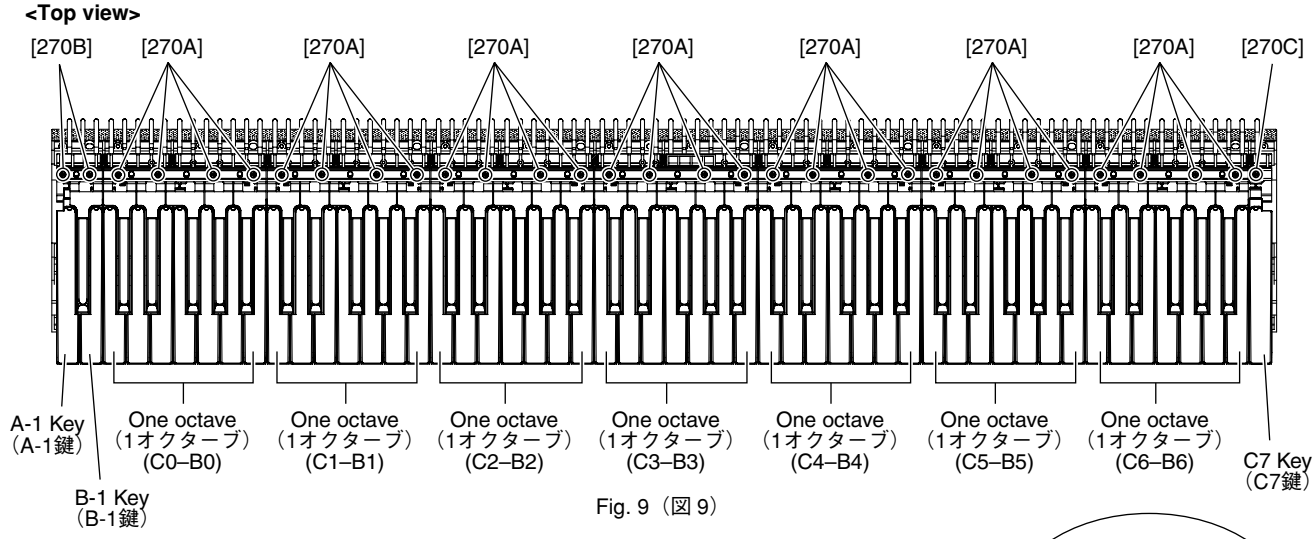
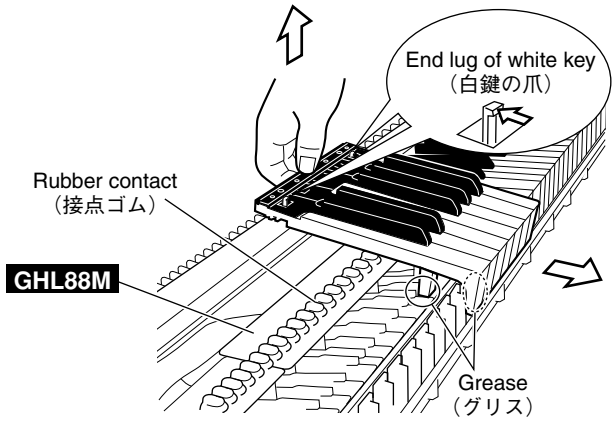

Fig. 9（図 9）
Fig. 10（図 10）
Remove the four (4) screws marked [270A] fixing the black and white key assembly for one octave (C–B). To remove the back of the black and white key assembly of each octave, while pushing the end lug of white keys rearward and lifting the back of keys, slide the black and white key assembly towards you. (Fig. 9, Fig. 10)
7-2. When removing white keys numbered as A-1 and B-1 key and black key, remove two (2) screws marked [270B] and then lift the back of the keys and slide the black and white keys towards you. (Fig. 9, Fig. 10)
7-3. When removing the C7 key, remove a screw marked [270C] and then lift the back of C7 key and slide it towards you. (Fig. 9, Fig. 10)
Note: When removing white key assembly and black key assembly, be careful not to allow grease to attach to the circuit board and rubber contacts, etc. (Fig. 10)
各オクターブ（C ～ B）の白鍵 Ass'y と黒鍵 Ass'y を止めている［270A］のネジ 4 本を外し、白鍵のツメを後方に押しながら 1 オクターブ分の白鍵 Ass'y ／黒鍵 Ass'y を外します。このとき、白鍵 Ass'y ／黒鍵 Ass'y の後部を持ち上げてから、手前にスライドさせて取り外してください。(図 9、図 10)
7-2. A-1、B-1 鍵は、［270B］のネジ 2 本を外し、A-1、B-1 鍵の後方を持ち上げてから、手前にスライドさせて取り外します。(図 9、図 10)
7-3. C7 鍵は、［270C］のネジ 1 本を外し、C7 鍵の後方を持ち上げてから、手前にスライドさせて取り外します。(図 9、図 10)
注） 白鍵 Ass'y、黒鍵 Ass'y の取り外しの際、グリスが基板や接点ゴム等に付かないように注意してください。(図 10)